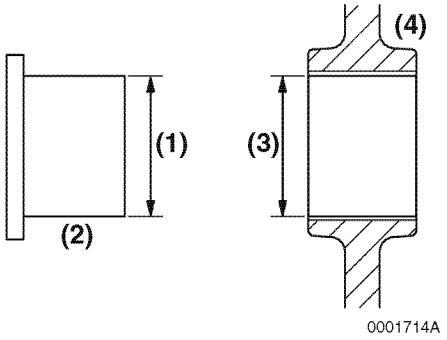

Figure 6-127
1. Measure the outside diameter **(Figure 6-127, (1))** of the idler gear shaft **(Figure 6-127, (2))**. *See Idler Gear Shaft and Bushing on page 6-13 for specifications.*
2. Measure the inside diameter **(Figure 6-127, (3))** of the idler gear bushing **(Figure 6-127, (4))**. *See Idler Gear Shaft and Bushing on page 6-13 for specifications.*